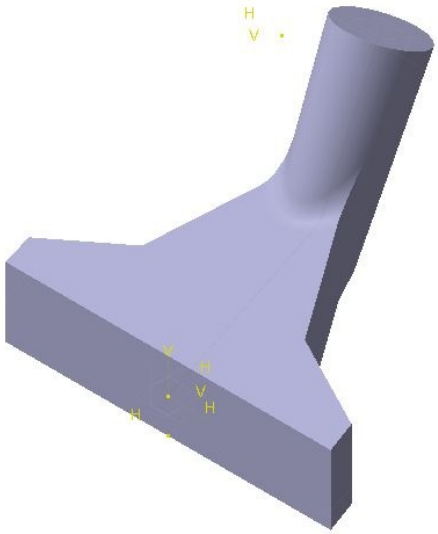

Figure 6-89 *The model after creating the fillet*
3. Choose the **OK** button from the **Edge Fillet Definition** dialog box. To change the display of the model, choose the **Shading with Edges without Smooth Edges** button from the **View mode** sub-toolbar in the **View** toolbar. The model, after creating the first set of fillet and changing its display mode, is shown in Figure 6-89.